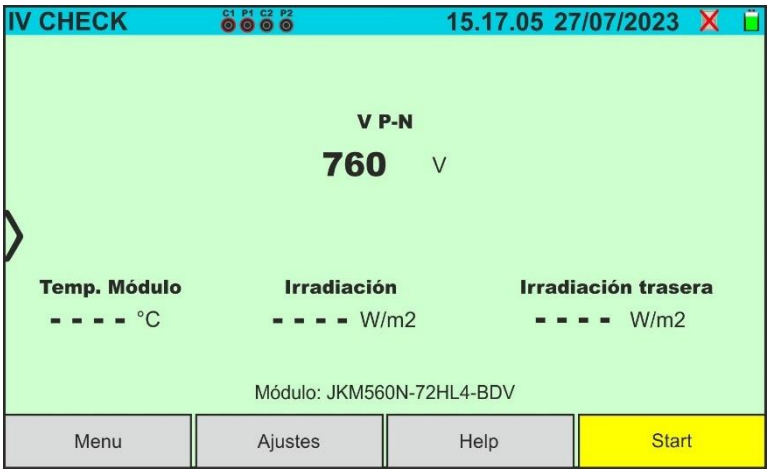

Fig. 36: Pantalla inicial prueba IVCK sin unidad remota sobre módulos Bifaciales
5. En caso de módulos **Bifaciales,** la pantalla de Fig. 36 se muestra en el visualizador. Se muestran los siguientes parámetros: